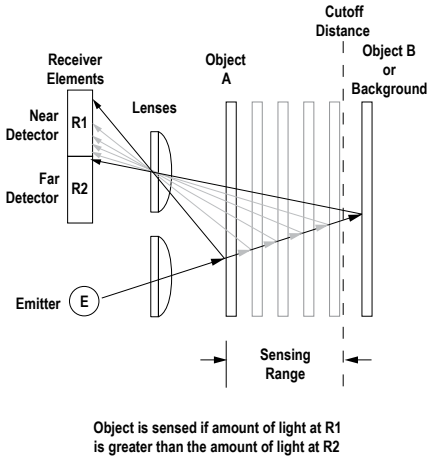

Figure 1. Fixed-Field Concept
The S30FF compares the reflections of its emitted light beam (E) from an object back to the sensor's two differently aimed detectors, R1 and R2. See *Figure 1* on page 2. If the near detector's (R1) light signal is stronger than the far detector's (R2) light signal (see object A in the Figure below, closer than the cutoff distance), the sensor responds to the object. If the far detector's (R2) light signal is stronger than the near detector's (R1) light signal (see object B in the Figure below, beyond the cutoff distance), the sensor ignores the object.